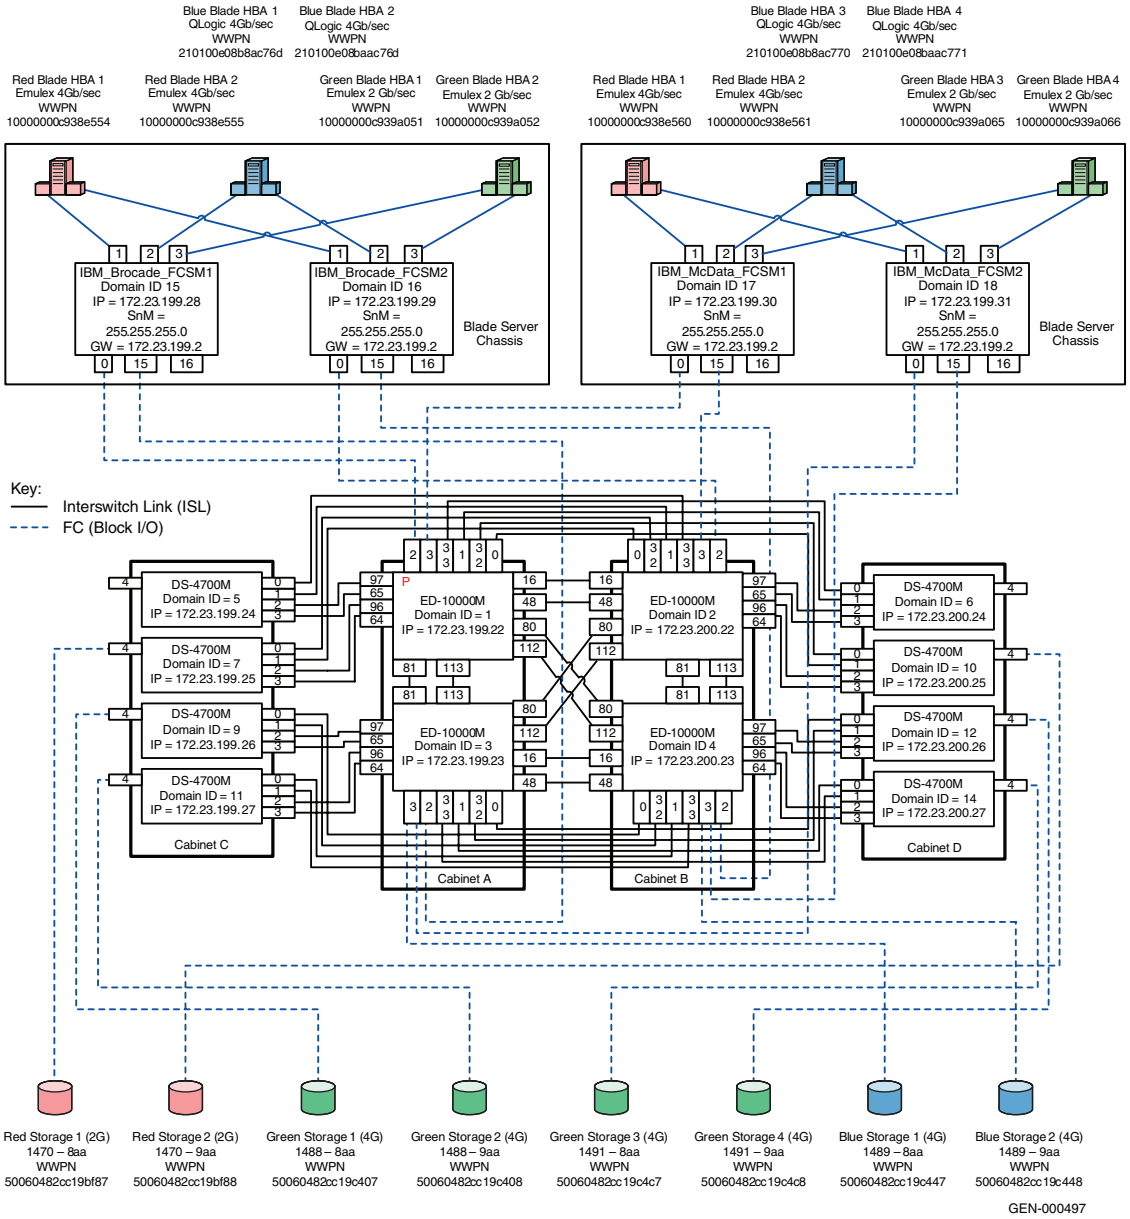

Figure 510 Topology
Figure 510 on page 1340 shows the compound-core edge Connectrix M fabric discussed in the "Connectrix M example" on page 234 with the red, green, and blue hosts being replaced by red, blue, and green blade server chasses connecting via the Brocade and McDATA modules with ISLs, as described in the assumptions and steps to follow in this section.
- Consider the compound core-edge Connectrix-M topology discussed in the "Connectrix M example" on page 234 with a mix of Brocade and McDATA-based blade servers attached to the fabric as shown in the Figure 510 on page 1340. The Connectrix M switches are in Open Fabric 1.0 mode while the Brocade modules are operating in interopmode, and the McDATA modules are in standard mode. Setting up this kind of a configuration has not been explicitly explained in any previous section, and thus is explained in this case study.
1. Set up a Connectrix-M core edge fabric with E_Ports or ISLs only (i.e., without the server and storage ports) as explained in section Figure 510 on page 1340.
4. ISL the blade server McDATA modules in standard mode to the Connectrix-M fabric as shown in the Figure 510 on page 1340.
5. Attach the storage ports as shown in Figure 510 on page 1340**.**